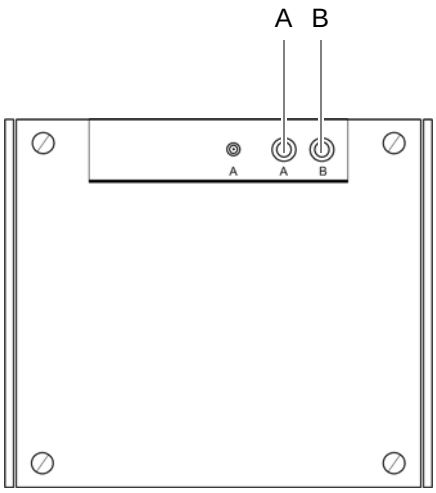

Figure 6.4 Antenna connectors
➔ Ensure that the original antenna is connected to the antenna connector above the equipment cabinet, refer to Figure 6.4.
3. Remove the antenna cable from the corresponding antenna connector, refer to Figure 6.4.